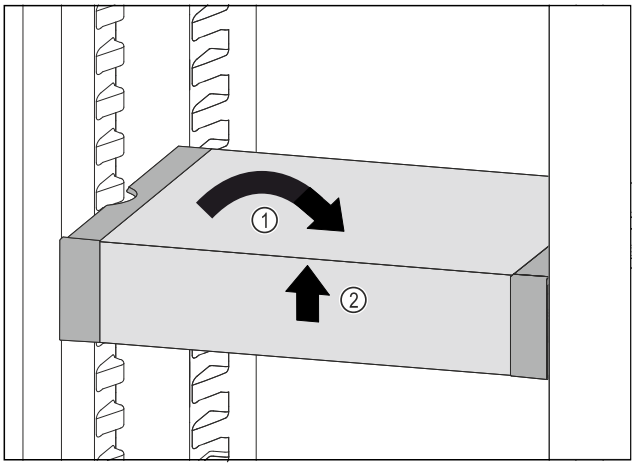

Fig. 211
▶ Set VarioSafe straight. *Fig. 211 (1)*
▶ Lift VarioSafe at the front. *Fig. 211 (2)*